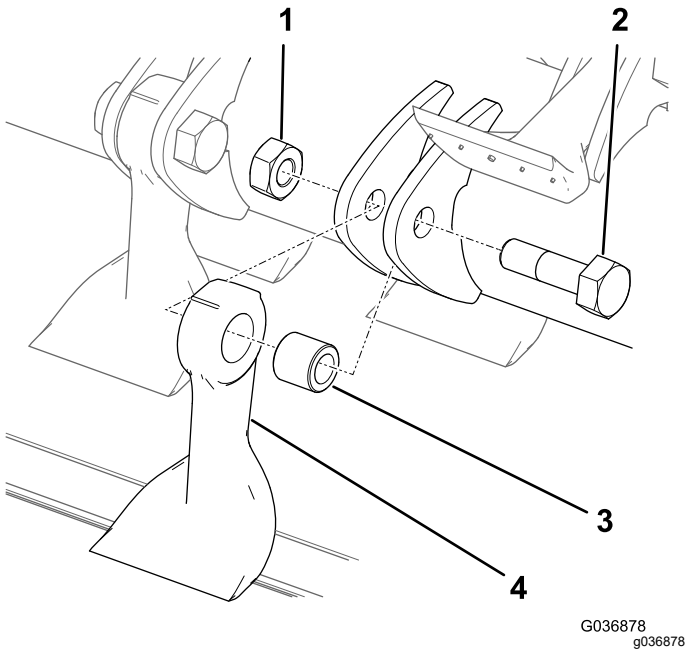

Figur 84
7. Hold om skærekniven med en klud eller en tyk handske, og fjern møtrikken, bolten, bøsningen og skærekniven (Figur 84).
9. Monter en ny skærekniv og bøsning med en ny møtrik og skæreknivsbolt (Figur 84).